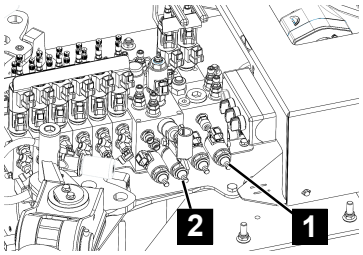

Fig. 162
3. Screw in the platform release valve (Fig.162/1) clockwise.
4. Screw in the outrigger release valve (Fig.162/2) clockwise.